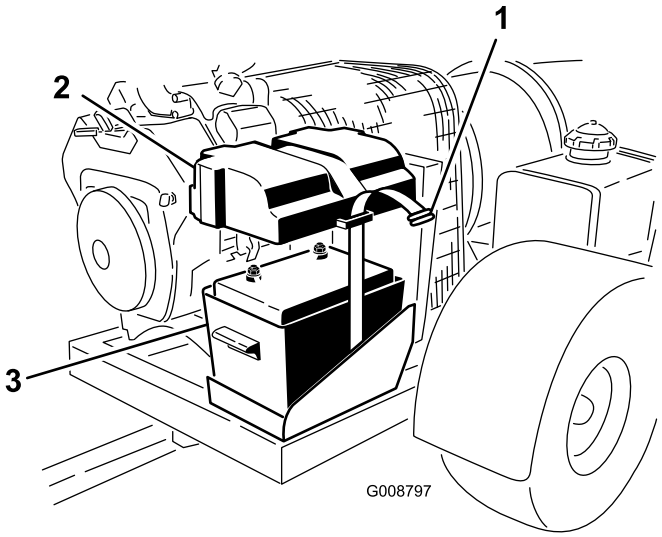

Figur 3
2. Fjern stroppen, der fastgør batteridækslet til batterikassen (Figur 3).